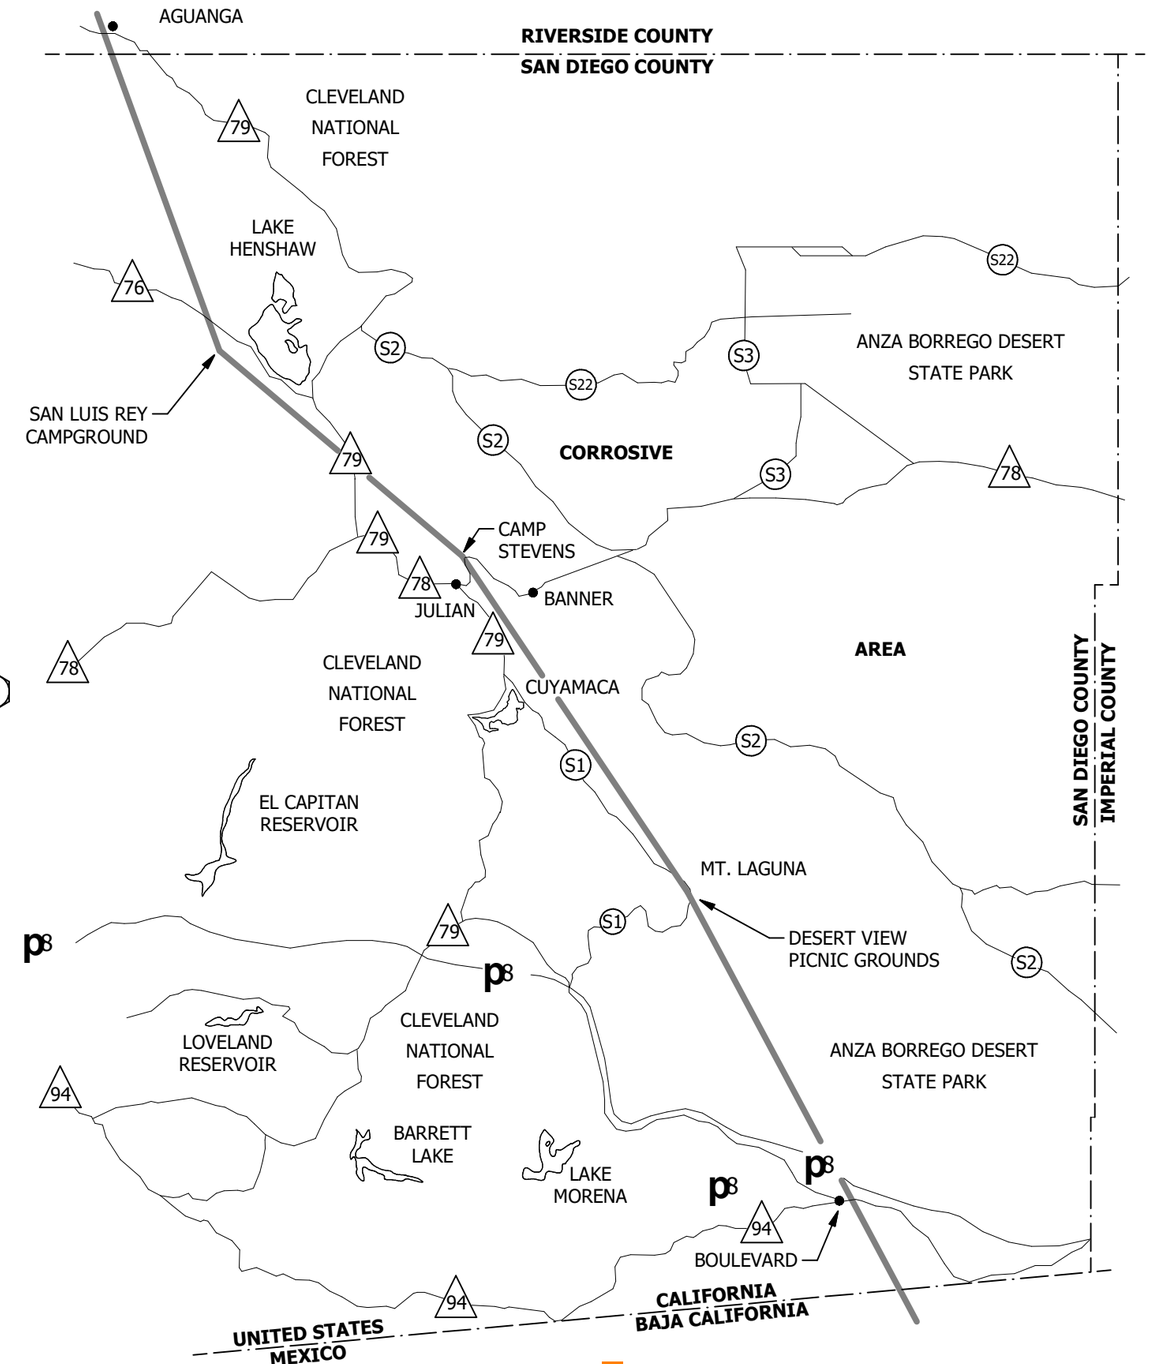

FIGURE 1
A. AREAS HAVE BEEN DECLARED "CORROSIVE" AS A RESULT OF OPERATING EXPERIENCE. STAINLESS STEEL ANCHORS ARE REQUIRED IN THE CORROSIVE AREA EAST OF THE LINE ON FIGURE 1. PROBLEM AREAS HAVE ALSO BEEN OBSERVED IN THE METRO, BEACH CITIES, AND NORTH COAST OPERATING DISTRICTS. AS THESE AREAS ARE DEFINED, THEY WILL BE ADDED TO THE MAP AND IDENTIFIED AS CORROSIVE POCKETS.